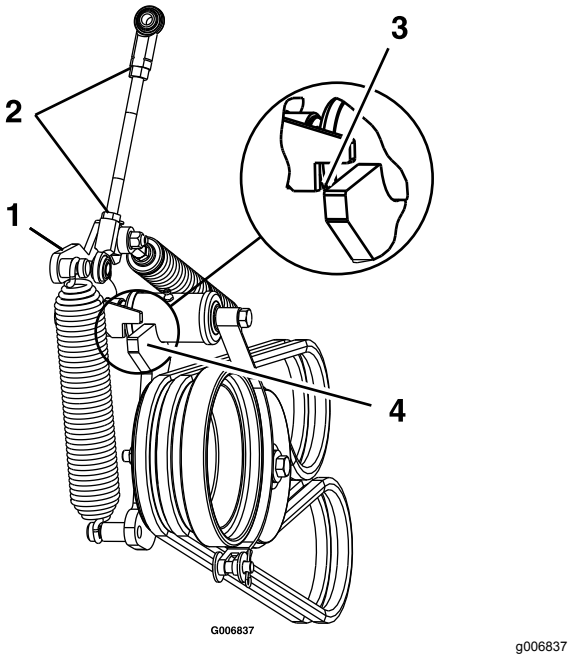

Figura 58
13. Desaperte as porcas de retenção e ajuste a ligação até que o topo do braço intermédio esteja alinhado com o fundo do entalhe no braço de tensão como se mostra na Figura 58.